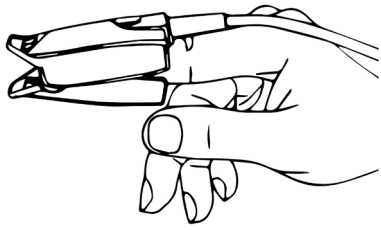

Figura 3.1.1
3. Introducir un dedo (preferiblemente el índice, con la uña no demasiado larga) en la pinza de la sonda, siguiendo la marca de colocación del dedo, como se muestra en la figura 3.1.1.